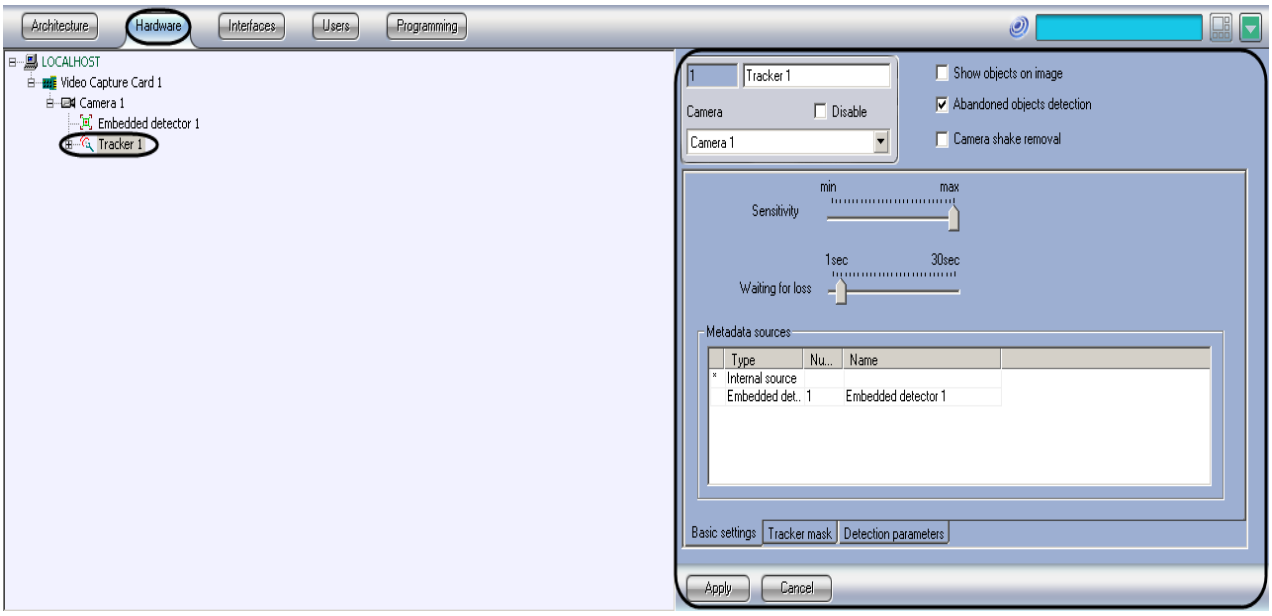

Figure 8.4-66 The “Tracker” object
1. Go to the “Hardware” tab in the “System settings” dialog box (Figure 8.4-66).
2. Select the “Camera” object in the objects tree of the “Hardware” tab (Figure 8.4-66).
3. Create the “Tracker” object on the base of the “Camera” object. The settings panel for the created object appears on the right in the “Hardware” tab (Figure 8.4-66).